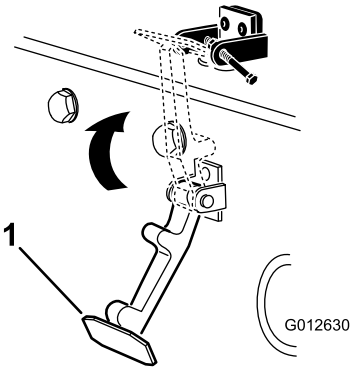

**Figur 8**
6. Kroka fast motorhuvsspärren på dess fäste (Figur 8).